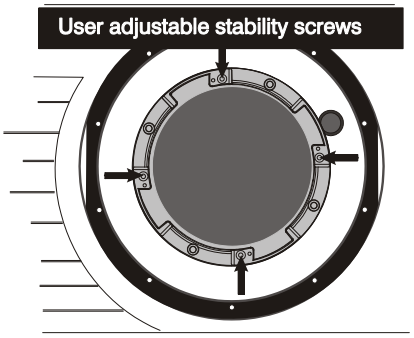
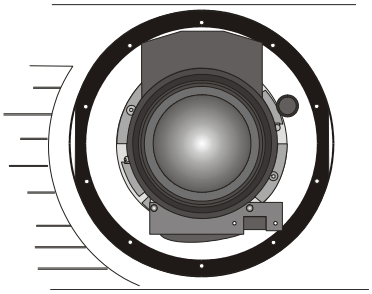

Figure 4.13. Adjustable Screws on Retaining Ring
Figure 4.14. View with Zoom Lens Installed
- ***Secure stability screws (optional):*** For added stability, secure the adjustment screws provided on the lens-retaining ring (see Figure 4.13). If you have installed a large zoom lens, one or more of the screws may be inaccessible—simply tighten those that are accessible (Figure 4.14).